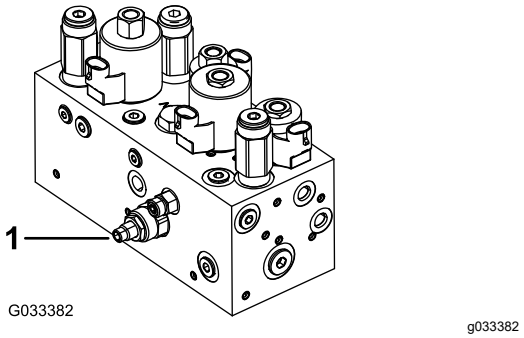

Figure 48
Le circuit de levage/abaissement des unités de coupe de cette machine est muni d'un régulateur de débit (Figure 48). Celui-ci est ouvert en usine d'environ 3 tours. Cependant, un réglage est parfois nécessaire pour compenser les différences de températures de liquide hydraulique, de vitesses de tonte, etc.
1. Soulevez le siège et trouvez le régulateur de débit du cadre de traction central (Figure 48) situé sur le côté du collecteur hydraulique.